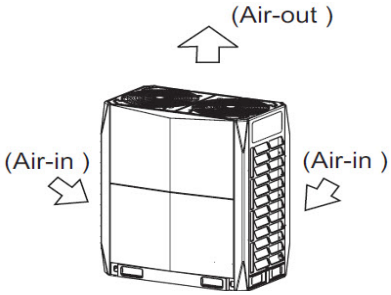
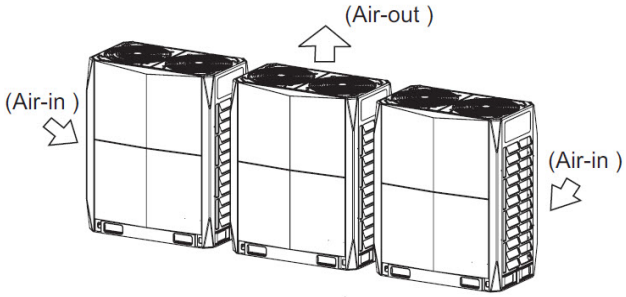

Fig. 7 —Single Unit Installation
Fig. 8 —Multiple or Parallel Unit Installation
Step 2 — Position the Unit — Units are recommended for outdoor use. For single unit installation, see Fig. 7. For multiple or parallel unit installation, see Fig. 8. The unit should be mounted on concrete and fastened to anchor bolts to prevent the unit from tipping. Units installed in areas that are exposed to ambient temperatures below freezing (32°F) should be installed on a snow/ice stand as defined by local codes.